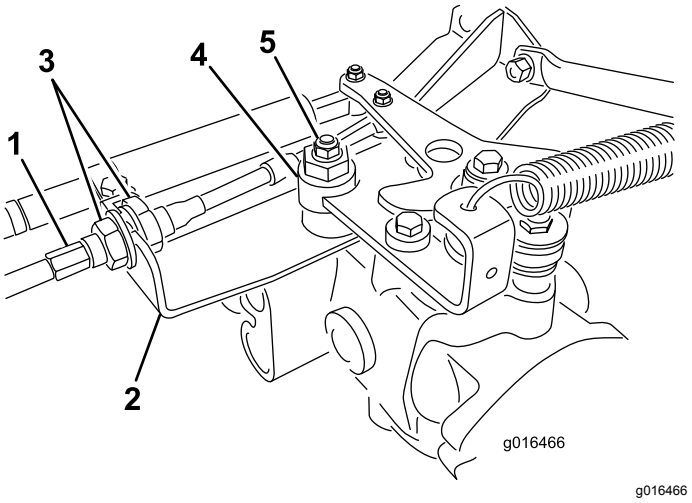

**Rysunek 43**
A. Poluzuj obie przeciwnakrętki mocujące linkę sterowania jazdą do przegrody na przekładni hydrostatycznej (Rysunek 43). Poluzuj obie przeciwnakrętki równomiernie i na tyle, aby umożliwić zmianę ustawienia linki.
B. Poluzuj nakrętkę mocującą mimośród do górnej części higrostatu (Rysunek 43).
D. Obracaj mimośrodem, aż ustanie powolny ruch w każdym kierunku. Gdy koło przestanie obracać się, dokręć nakrętkę, blokując mimośród i regulację (Rysunek 43). Sprawdź prawidłowość wyregulowania, ustawiając dźwignię przepustnicy w położeniach NISKICH i WYSOKICH obrotów.
E. Po każdej stronie przegrody dokręć przeciwnakrętki **równomiernie**, unieruchamiając linkę jazdy względem przegrody (Rysunek 43). Unikaj skręcenia linki.